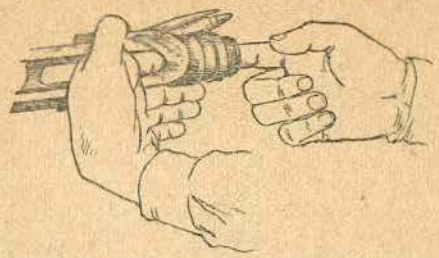

Рис. 14. Как отделить направляющую втулку
5. Отделить надульник и направляющую втулку ствола. Приподнять защёлку надульника вверх и, подложив под него какой-либо предмет (патрон), отвинтить надульник. Взяв направляющую втулку ствола указательными или средними пальцами обеих рук с двух концов (рис. 14), отвести её назад до упора в крепление сошки, повернуть вырезом вниз и, продвигая дальше назад, вынуть из кожуха.